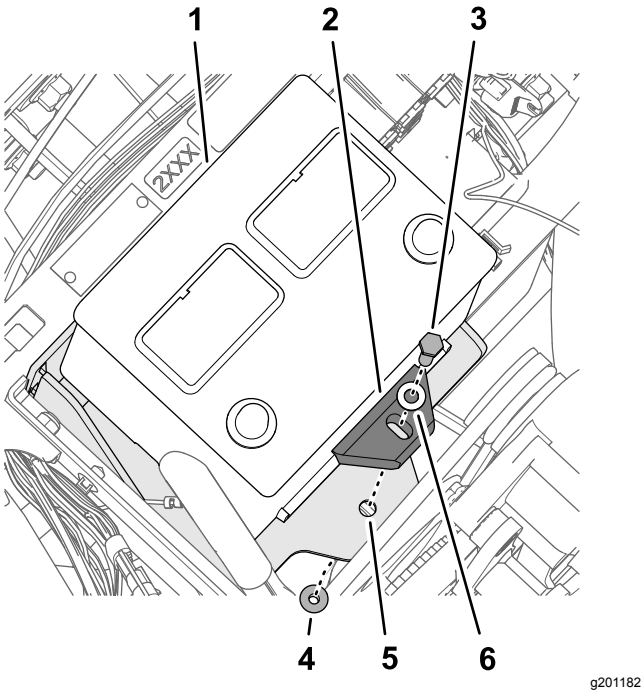

Rysunek 177
5. Zamocuj akumulator do wspornika akumulatora za pomocą śruby (5/16 x 1¾ cala), podkładki (5/16 cala), elementu ustalającego akumulator i nakrętki kołnierzowej zabezpieczającej (5/16 cala) w sposób pokazany na Rysunek 177.